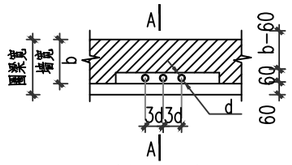

图8.5 砖墙埋管间距平面图
8.5 水电等设备管道竖直埋设在承重砖墙内时，须符合图8.5的要求。埋管沿墙长度方向单列布置，管外径d<b/5；埋管最大直径d≤50。